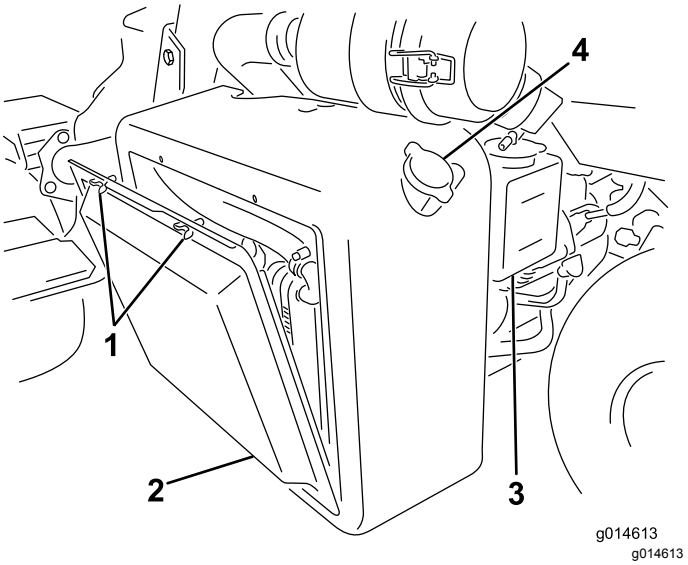

Rysunek 49
1. Zdejmij osłonę chłodnicy (Rysunek 49).